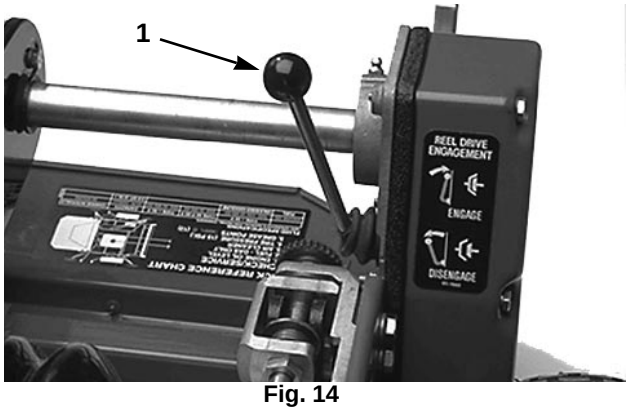

Fig. 14
Levier d'engagement des cylindres (Fig. 14)—situé à l'angle avant droit de la machine. Deux positions: ENGAGE (ENGAGEMENT) et DISENGAGE (DESENGAGEMENT). Tirer ou pousser le levier pour engager ou désengager le cylindre.
Robinet d'arrivée de carburant (Fig. 14)—situé à l'avant gauche du moteur. Deux positions: CLOSED (FERME) et OPEN (OUVERT). Placer le robinet sur CLOSED pour ranger ou transporter la machine. Le placer sur OPEN avant de démarrer le moteur.
1. Vérifier que les leviers de traction (Fig. 13) et des cylindres (Fig. 14) sont à la position DISENGAGE.